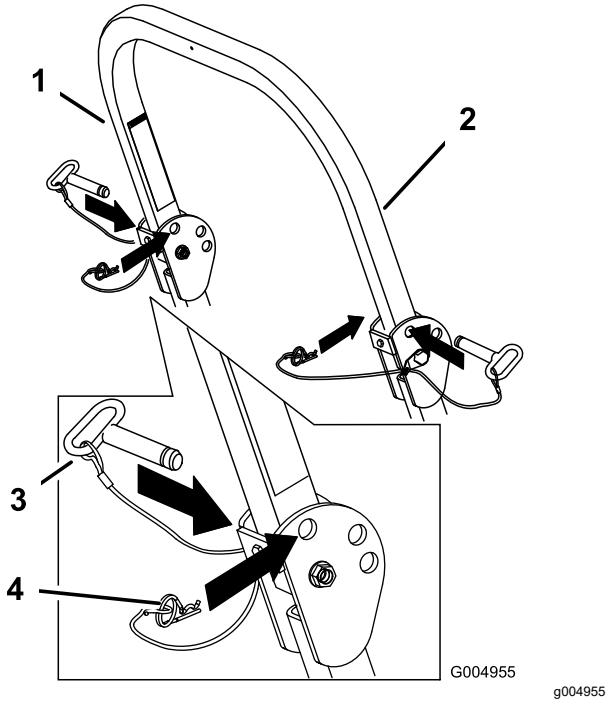

Figure 9
1. Retirez les goupilles fendues puis les 2 axes (Figure 9).
3. Posez les 2 axes et fixez-les avec les goupilles fendues (Figure 9).
2. Relevez complètement l'arceau de sécurité puis insérez les 2 axes et fixez-les avec les goupilles fendues (Figure 9).